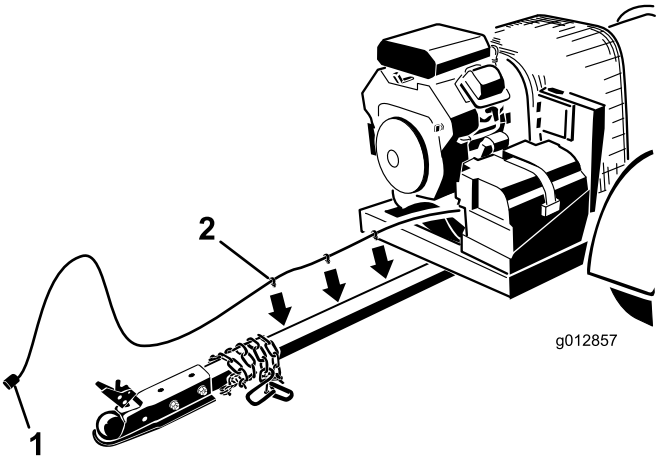

Figur 10
3. Før ledningsnettet langs høyre side av koblingsrøret (Figur 10).
4. Sett nettklipsene inn i hullene på sidene til koblingsrøret for å feste det (Figur 10).